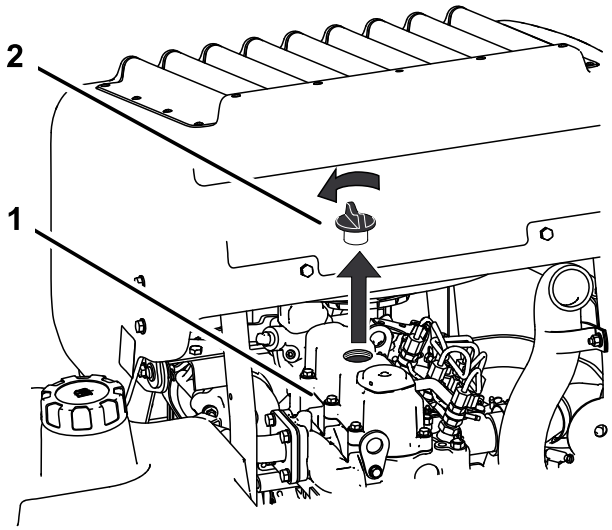

Figur 43
6. Ta bort oljepåfyllningslocket på motorns ovansida (Figur 43). Detta gör det lättare att tömma ut oljan.
2. Ta bort oljepåfyllningslocket och oljestickan (Figur 43).